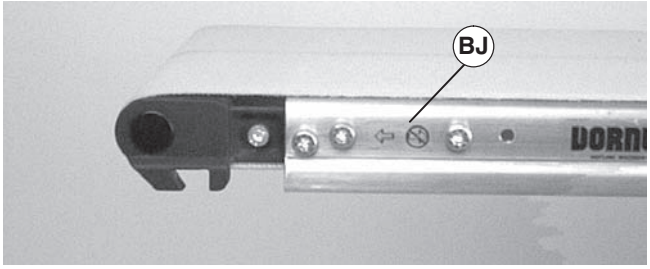
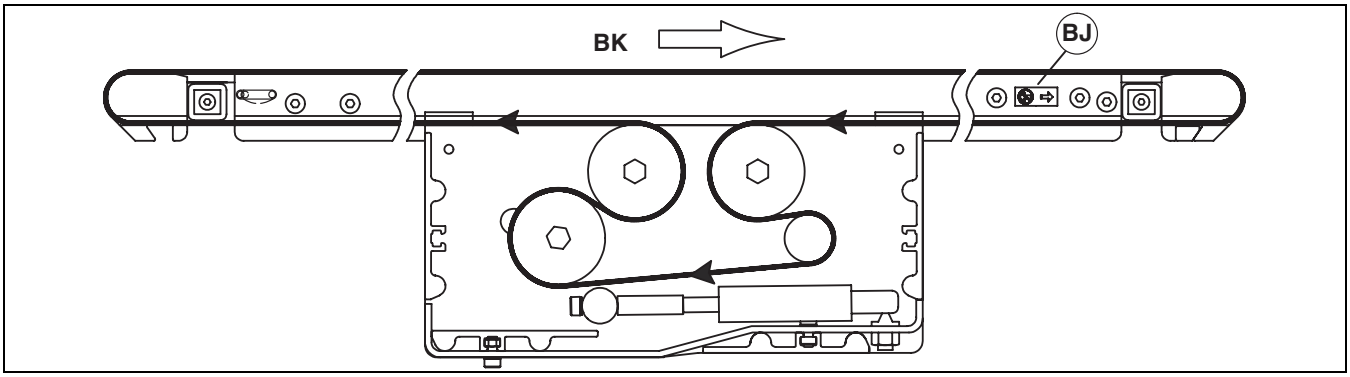
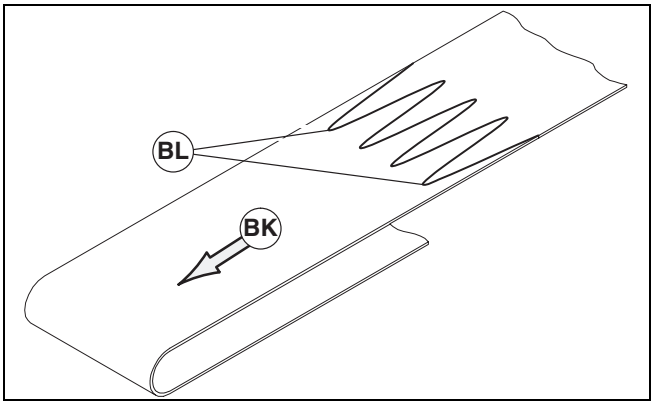

Figure 34
Figure 35
Figure 36
Belt travel direction is identified by an arrow decal on the side of the conveyor (Figure 34, item BJ) & (Figure 35, item BJ).
1. Orient the conveyor belt so that the splice leading fingers (Figure 36, item BL) point in the direction of belt travel (BK) as identified by the label (Figure 34, item BJ) and (Figure 35, item BJ).